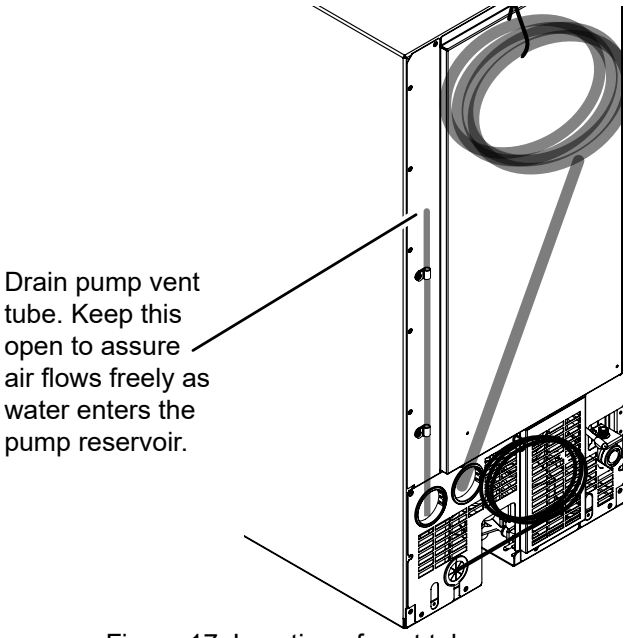

Figure 17: Location of vent tube.
c. The vent tube on the back of the unit is open (Figure 17).